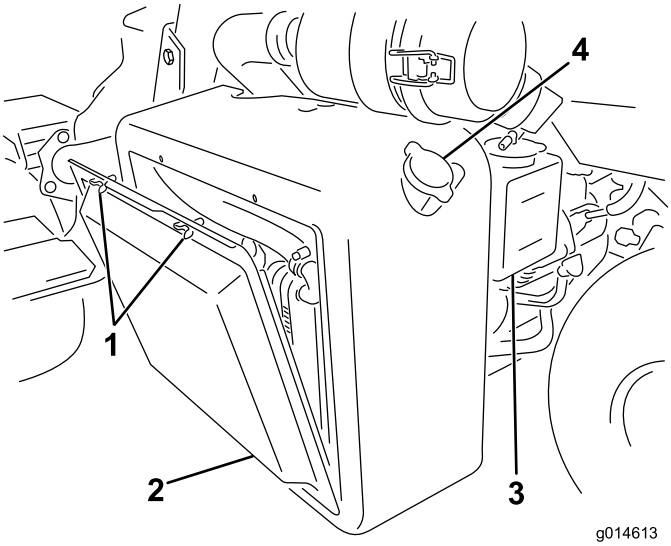

**Figur 56**
1. Ta bort kylargallret (Figur 56).